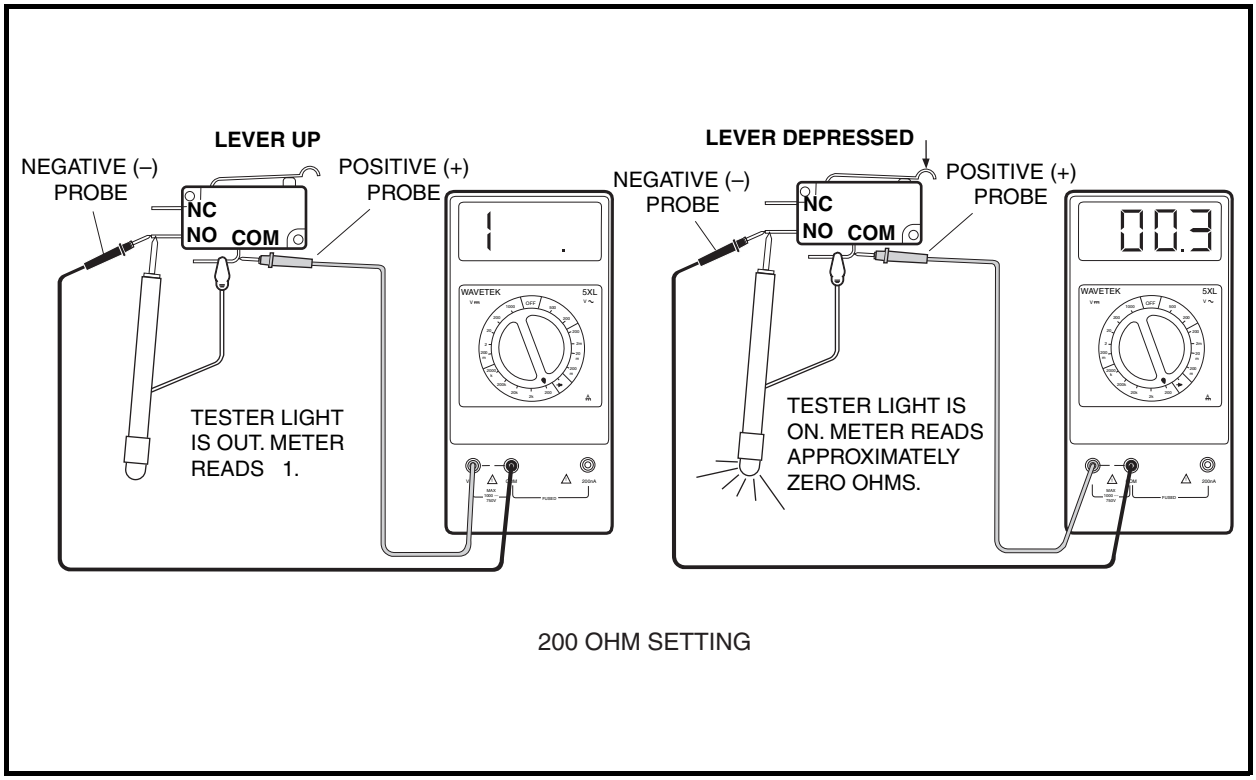

Figure 11-19 Neutral Lockout Limit Switch Test
3. Set the multimeter to 200 ohms. Place the red (+) probe of the multimeter on the common (COM) terminal of the limit switch. Place the black (–) probe on the normally open (NO) terminal of the switch. Without the lever pressed, the reading should be no continuity. Press the lever, and the reading should be continuity. If either reading is incorrect, replace the limit switch **(Figure 11-19, Page 11-23)**.